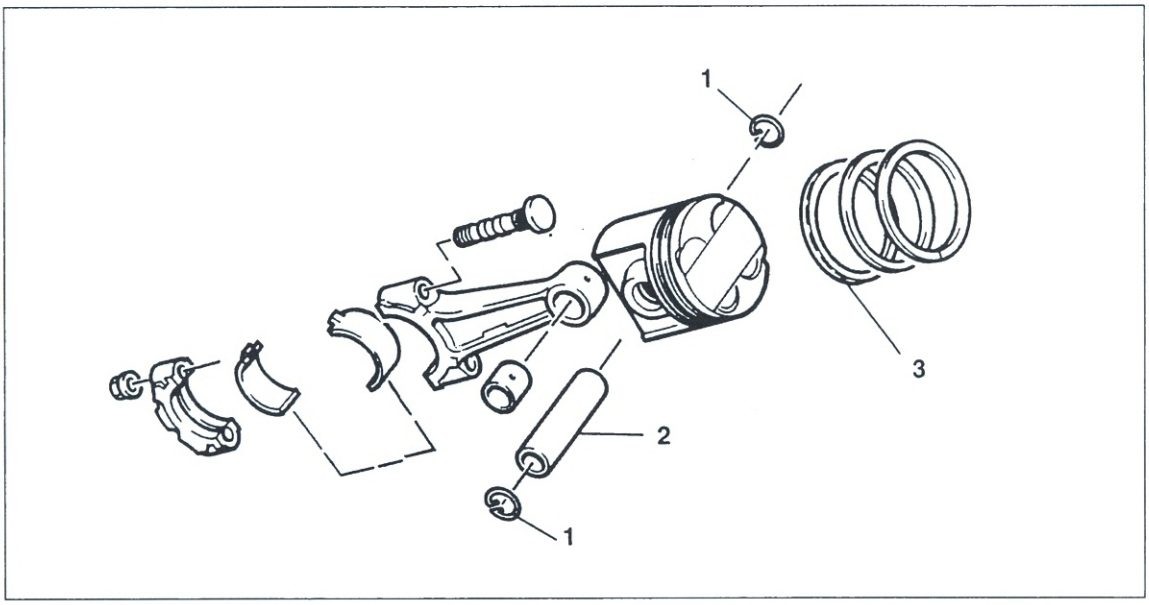

Bild 140
- Kolben und Pleuel so montieren (Bild 140), dass Pfeil auf Kolbenboden in Fahrtrichtung nach vorn weist und Ölbohrung des Pleuelauges in Einbaulage nach oben weist.